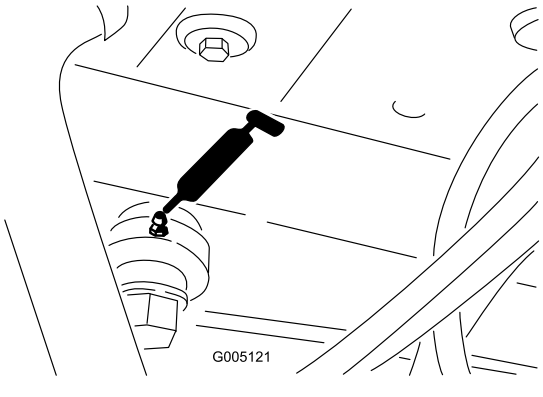

**Figuur 31**
- Uiteinde van stuurcilinder (Figuur 31)